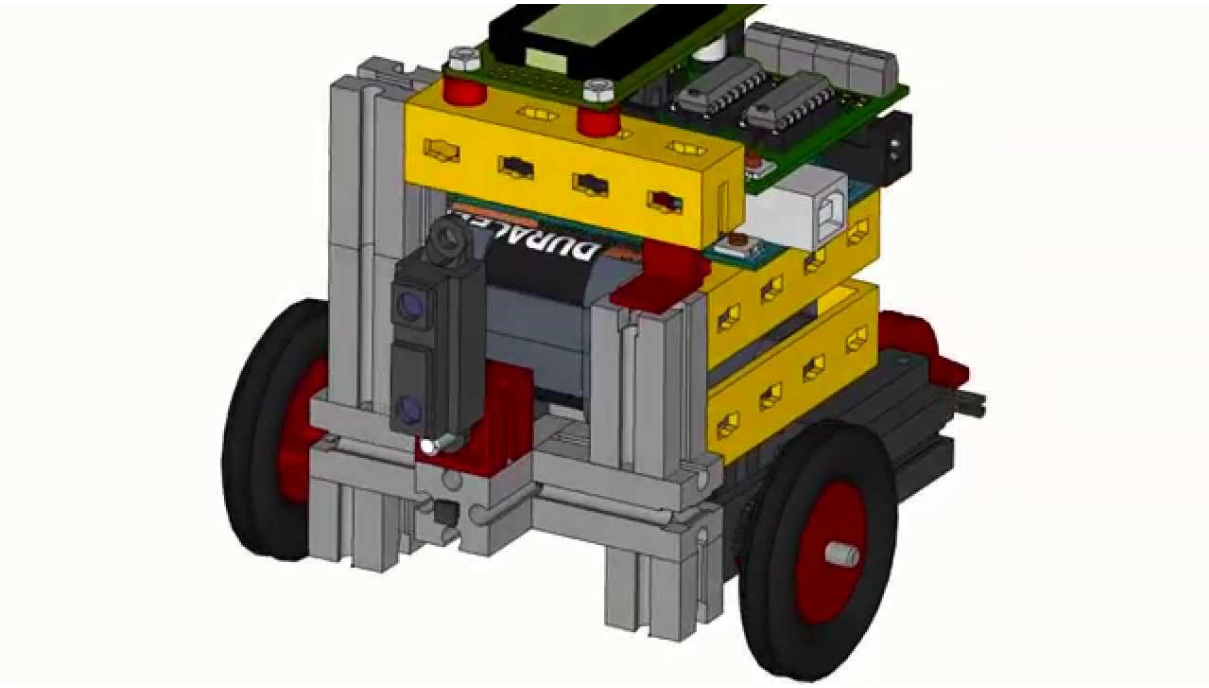

**Figure 1:** Mounting possition of analog distance sensor.
2. Equip the robot with distance sensor according to video and scheme (see fig. 1).